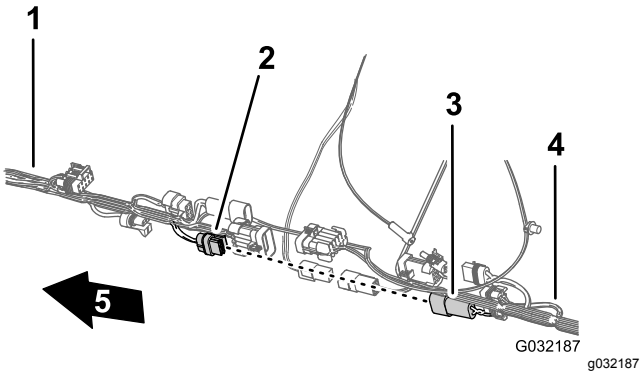

**Figur 117**
4. Tilslut skyllepumpens konnektor med 2 ben fra forreste ledningsnet til skyllepumpens konnektor med 2 sokler fra bageste ledningsnet (Figur 117).